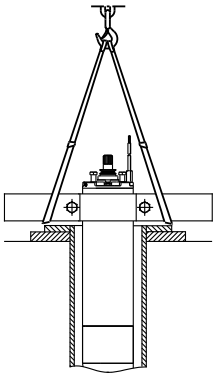

Рис. 4 Электродвигатель в вертикальном положении
2. Поместите двигатель вертикально у скважины, см. рис. 4.